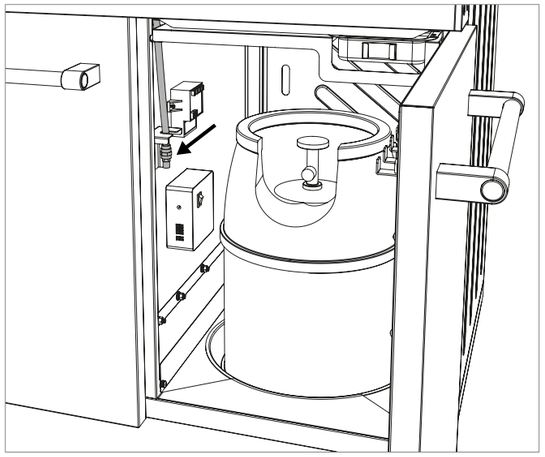

Fig. 2A
- Sulla base d'appoggio collocare esclusivamente bombole del gas che non superino i 11 kg di peso da piene. Posizionare la bombola nell'apposito alloggiamento **(Fig. 2A)**.